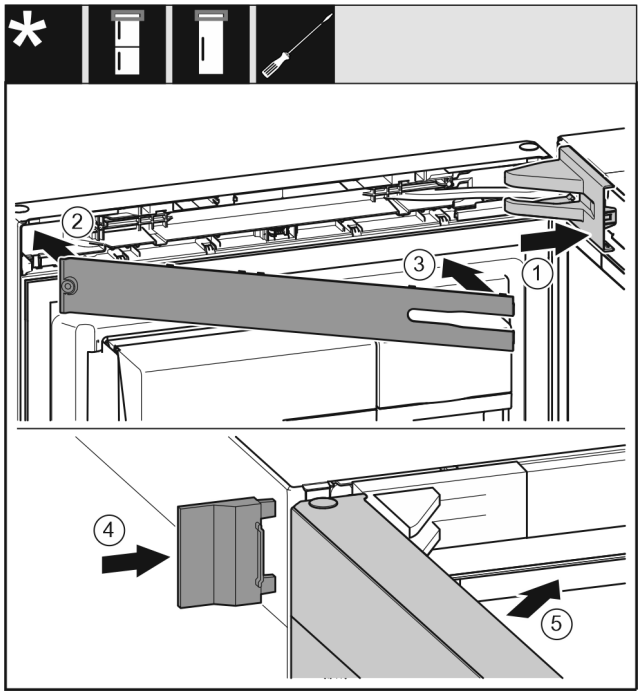

Fig. 23
▶ Uzlieciet un nofiksējiet gultņa balsta pārsegu *Fig. 23 (1)*, ja nepieciešams, uzmanīgi atspiediet.
▶ Uzlieciet aizsegu *Fig. 23 (2)*.
▶ Pievirziet un nofiksējiet aizsegu *Fig. 23 (3)*.
▶ Uzbīdiet ārējo pārsegu *Fig. 23 (4)*.
▶ Aizveriet augšējās durvis *Fig. 23 (5)*.